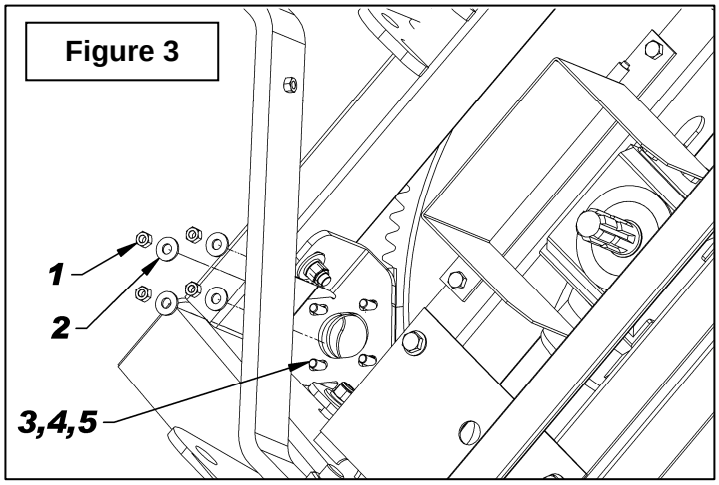

Figure 3
2. **Figure 3:** Remove the four 3/8"NC hex. nuts (item 1) and the four 7/16" hex. hole flat washers (item 2) holding the motor support. This hardware will not be used to install the motor but keep the four 3/8"NC x 1 1/4" hex. bolts, the four 3/8" lockwashers and the four 7/16" hole flat washers (items 3-4-5).